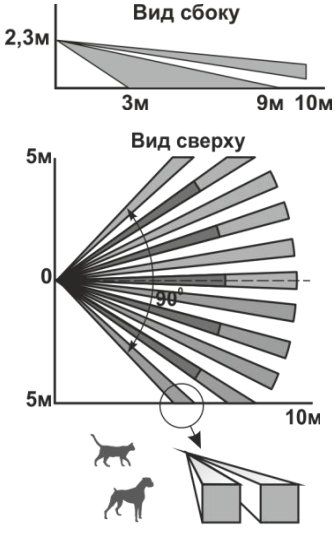

Рисунок 2
2.1 Принцип действия основан на регистрации изменений потока теплового излучения, возникающих при пересечении человеком зоны обнаружения, которая состоит из чувствительных зон. Каждая чувствительная зона состоит из двух элементарных чувствительных зон (рисунок 2).